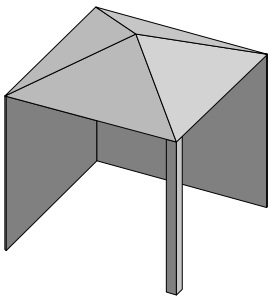
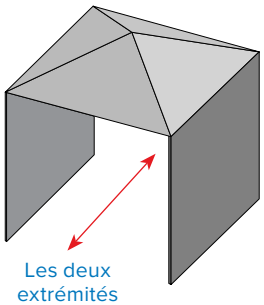

Fig. 2
Fig. 3
- » TLes parois latérales peuvent être parallèles, comme dans une allée ou à angle droit les unes par rapport aux autres. **(Fig 2 & Fig 3)**